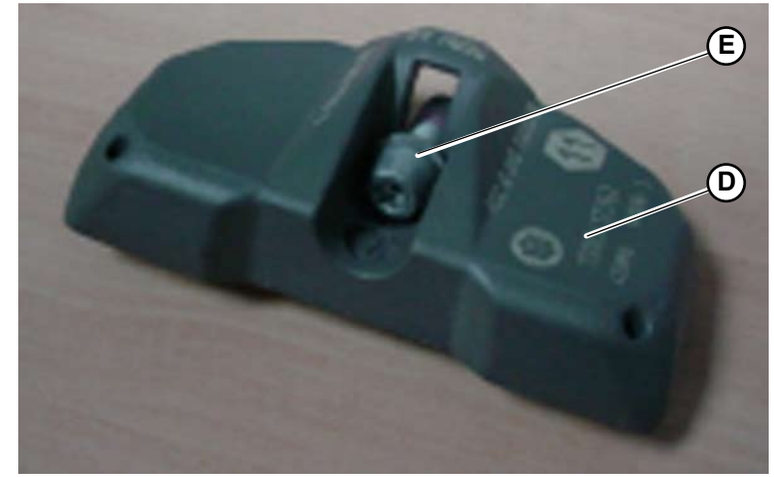

Fig.11
3. Install the sensor (**D-Fig.11**), tightening the relevant TPMS bolt (**E-Fig.11**):